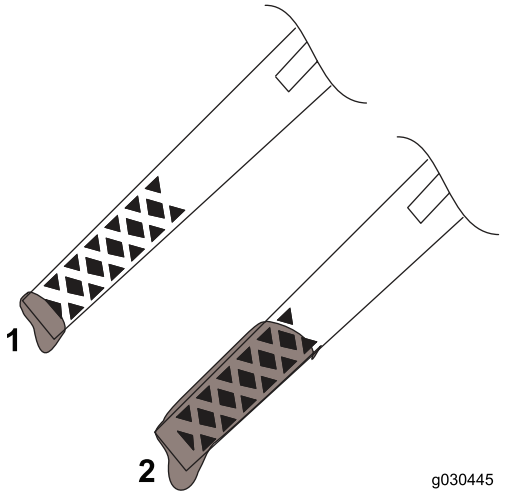

Figur 16
- Fyll på olja om oljenivån ligger under fullmarkeringen på oljestickan (Figur 16). Se Byta ut motoroljan (sida 13).
- Om oljenivån hamnar över fullmarkeringen (Figur 16) ska du tömma ut den överflödiga oljan tills oljenivån hamnar på fullmarkeringen på oljestickan. Se (sida).